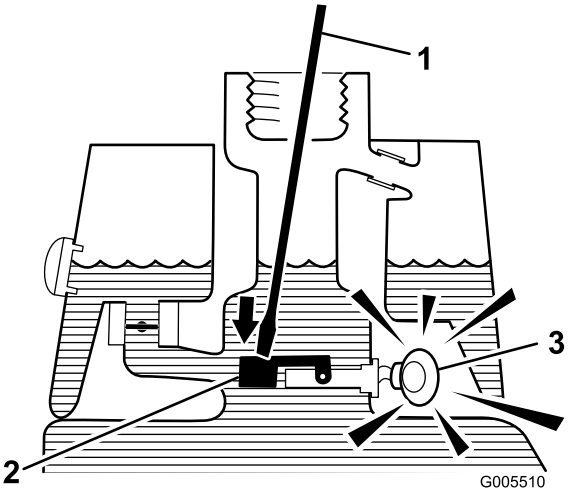

**Figuur 31**
3. Steek een schone staaf of schroevendraaier in de vulbuis en druk de vlotter voorzichtig naar beneden (Figuur 31). Na één seconde moet het alarm klinken.